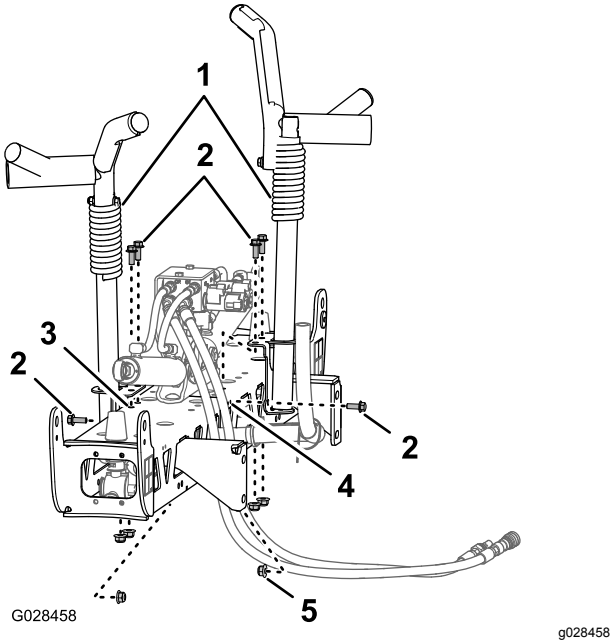
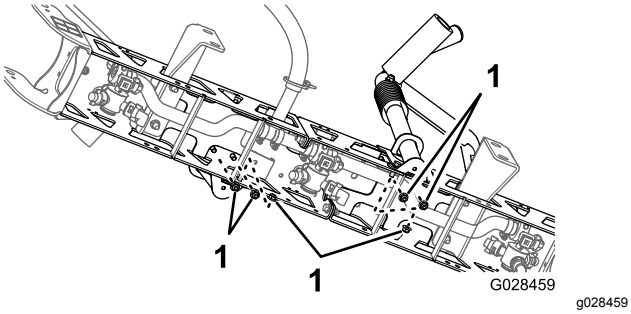

Figuur 37
Figuur 38
2. Plaats de transporthouders van de spuitbomen op een lijn met de middelste spuitboom (Figuur 37).
3. Bevestig de houders aan de spuitboom (Figuur 37 en Figuur 38); gebruik hierbij 6 bouten (⅜" x 1") en 6 flensborgmoeren (⅜").